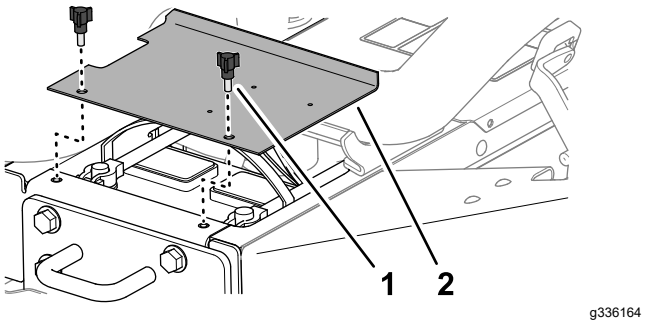

Figuur 51
1. Maak de vergrendelingen aan de linker- en rechterkant van de motorkap los (Figuur 51).